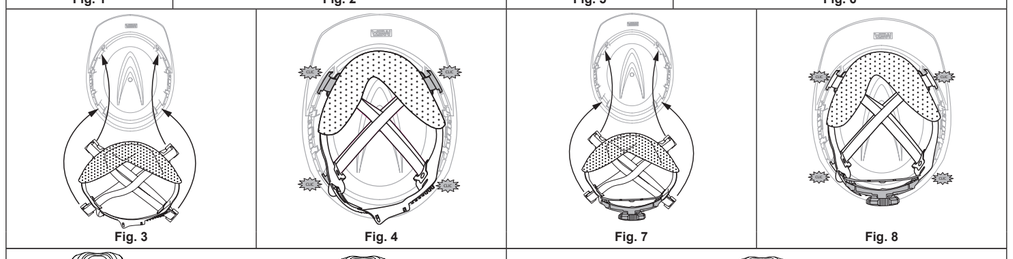

Fig. 3 | Fig. 4 | Fig. 7 | Fig. 8
1. Assemble harness to the helmet shell as shown in Fig. 3 to 4 (Push-Key) or 7 to 8 (Fas-Trac III).
1. Das Einsetzen der Innenausstattung in die Helmschale erfolgt gemäß Abb. 3 bis 4 ("Push-Key") oder 7 bis 8 ("Fas-Trac III").